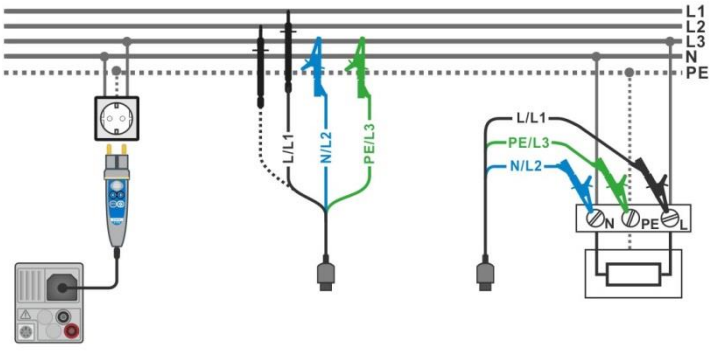

Figure 7.44: Phase-neutral or phase-phase line impedance measurement – connection of Plug commander and 3-wire test lead
- Connect test leads or Plug commander to the object under test, see ***Figure 7.44***.